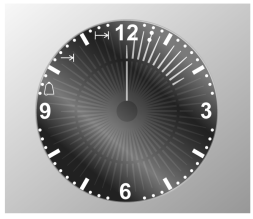

Abb. 2
- Betätigen Sie die Tasten + / - zur Einstellung der gewünschten Zeit, das Display beleuchtet **ein Segment** für jede eingestellte Minute (in **Abb. 2** werden 10 Minuten Garzeit dargestellt).